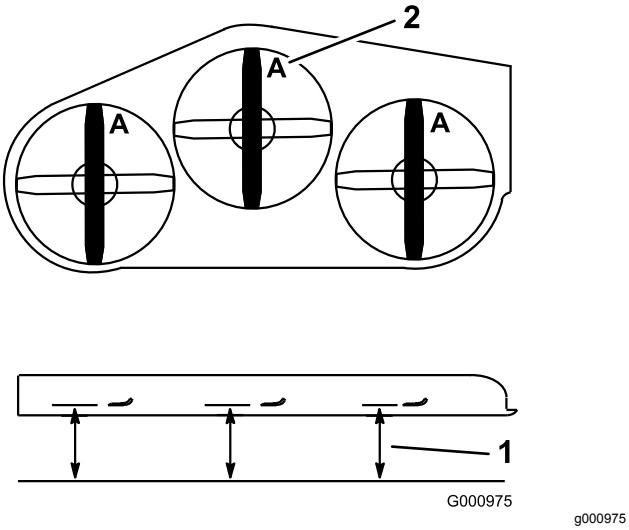

Rysunek 77
4. Dokonaj pomiaru odległości od poziomej powierzchni do krawędzi tnącej ostrzy, w położeniu **A ().**Rysunek 77